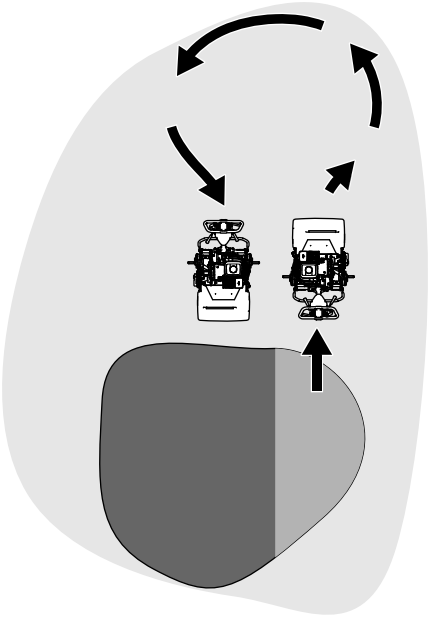

Figure 19
- Faites demi-tour hors du vert en soulevant le cylindre de coupe (appuyez sur le guidon) et en tournant « en goutte d'eau » sur le tambour de déplacement (Figure 19).
1. Localisez le levier d'engagement sur le boîtier de transmission (Figure 19).